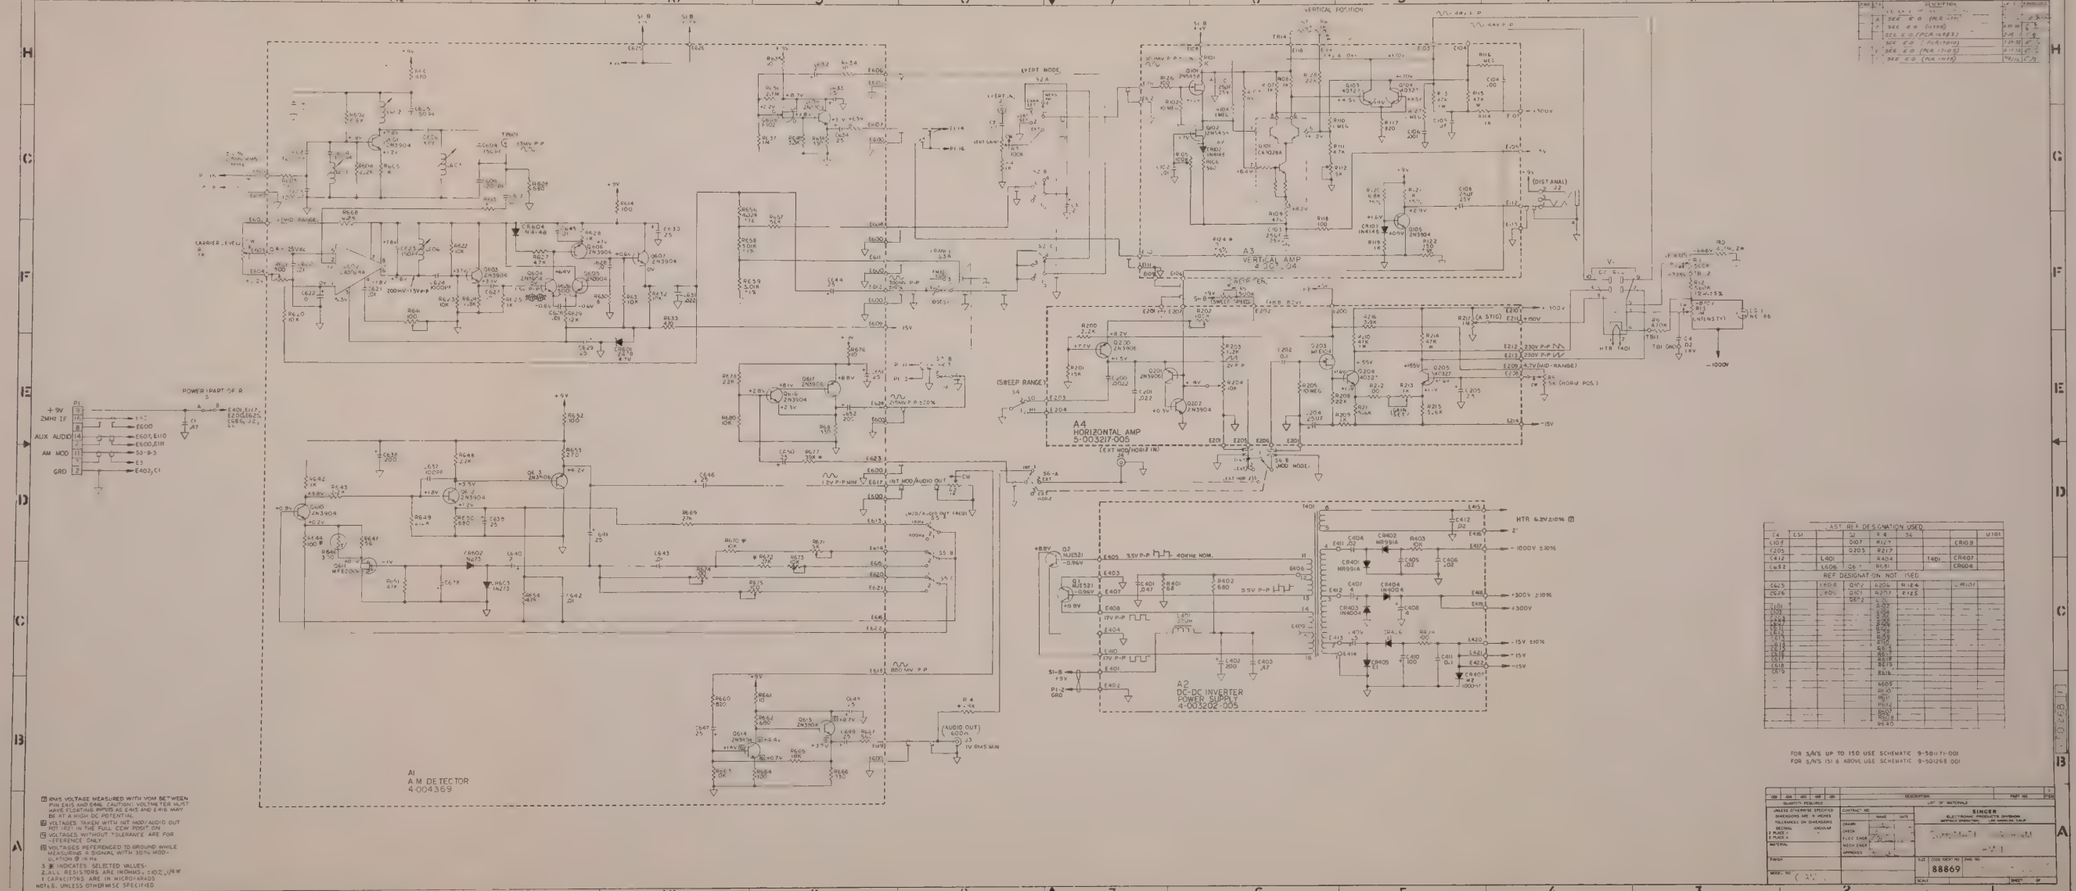

Figure 10-1. OAM-1, Schematic Diagram
e. If voltage at E417 is out of tolerance, use Figure 10-1 voltages and waveforms to isolate fault on board A2.
e. If voltage at E417 is out of tolerance, use Figure 10-1 voltages and waveforms to isolate fault in board A2.
d. If voltage at E119 is within tolerance, use voltages and waveforms on Figure 10-1 to isolate fault on board A3.
e. If voltage at E208 is within tolerance, use voltages and waveforms on Figure 10-1 to isolate fault on the board A4.
c. If voltage is within tolerance, use voltages and waveforms on Figure 10-1 to isolate fault on board A4.
c. If voltage is 300 mV p-p, use voltages and waveforms on Figure 10-1 to isolate fault.
c. If voltage at E603 is not within tolerance, check R1 and associated wiring. Also, check voltages on E602 and E604 to verify that levels are within tolerances specified on Figure 10-1.
e. If voltage at E101 is within tolerance, use Figure 10-1 voltages and waveforms to isolate fault on board A3.
h. If voltage at E608 is the same as that at E101, use Figure 10-1 voltages and waveforms to locate fault on board A1.
b. If voltage is within tolerance, use Figure 10-1 voltages and waveforms to isolate fault on board A3.
d. If voltage at E611 is the same as voltage at E101 and not between +0.12 V dc and +0.17 V dc, use Figure 10-1 voltages and waveforms to isolate fault on board A1.
a. Check waveform at E101 with Oscilloscope. Level should be between 270 and 330 mV p-p. If not, use Figure 10-1 voltages and waveforms to isolate fault on board A3.
c. If signal at E611 is the same as signal at E101 and not between 270 and 330 mV p-p, use Figure 10-1 voltages and waveforms to isolate fault on board A1.
e. If level at E614 is the same as at E623 and less than 1.2 V p-p, use Figure 10-1 voltages and waveforms to isolate fault on board A1.
e. If distortion at E617 exceeds 1%, use Figure 10-1 voltages and waveforms to isolate fault on board A1.
b. If level at E206 is equal to input, use Figure 10-1 voltages and waveforms to isolate fault on board A4.
9.5.22 FREQUENCY OF INTERNAL 1-kHz TONE NOT WITHIN SPECIFICATION LIMITS (9.3.13-f). Use Figure 10-1 voltages and waveforms to isolate fault on board A1.
a. Check level at E618. Level should be greater than 1.2 V p-p. If it is, fault is in stages Q614 and Q615. Use Figure 10-1 voltages to further isolate fault.
c. If level at E617 is equal to level at E618 and is less than 1.2 V p-p, use Figure 10-1 voltages and waveforms to isolate fault on board A1.
9.5.25 INTERNAL 400-Hz FREQUENCY NOT WITHIN SPECIFICATION LIMIT (9.3.13-m). Use Figure 10-1 voltage and waveforms to isolate fault on board A1.